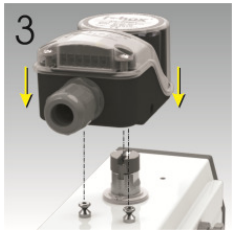

Abb. 4
3) Setzen Sie nun die Box auf den Antrieb auf und fixieren Sie sie von der Seite mit den zwei ebenfalls mitgelieferten Spitzmadenschrauben (Abb. 4+5)